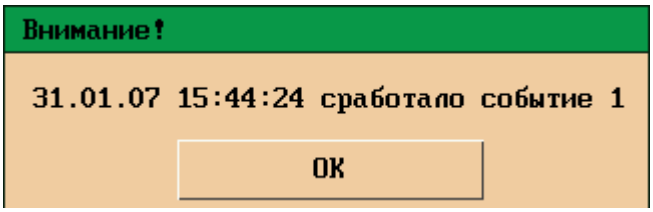

Рисунок 53 – Сообщение для квитирования события
5.11.10 Программой прибора предусмотрена возможность организации квитирования событий. Функция активируется флажком «квитирование». После срабатывания события на экране прибора появится сообщение, содержащее: дату, время, номер и имя сработавшего события (см. рисунок 53). Данное сообщение останется на экране до тех пор, пока оператор не уберет его нажатием кнопки «ОК».